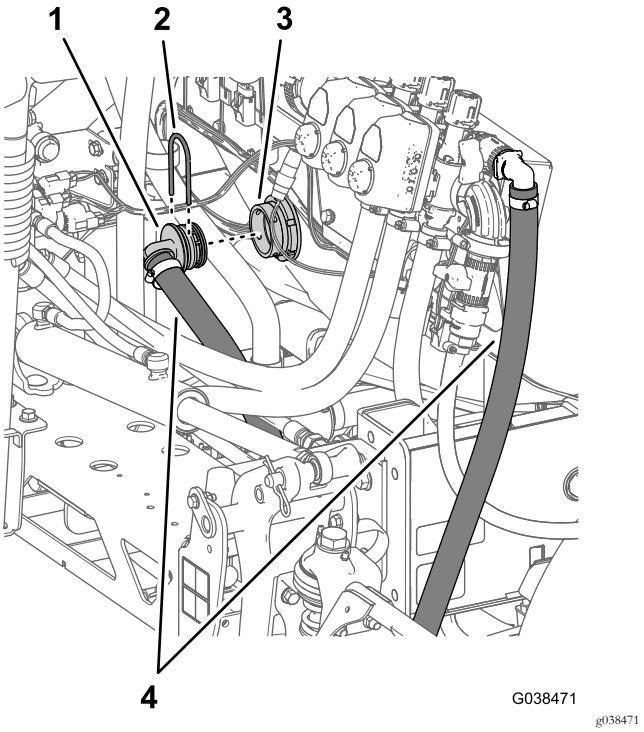

Figura 100
3. Passe o tubo de distribuição de secção em torno do canal da estrutura direito na direção da união do anteparo no depósito de pulverização, como se mostra na Figura 100.
4. Monte a união estriada de 90° no tubo de distribuição de secção na união do anteparo (Figura 100).
5. Prenda a união de 90° na união do anteparo (Figura 100) com o retentor (grande) que retirou no passo 1 de Remover o tubo de distribuição de secção (página 16).